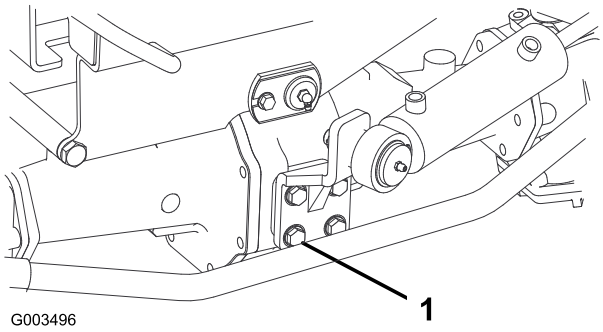

Figuur 54
2. Controleer de torsie van de bevestigingsbouten van de stuurcilinder (Figuur 54). Draai deze vast met een torsie van 65-81 Nm.